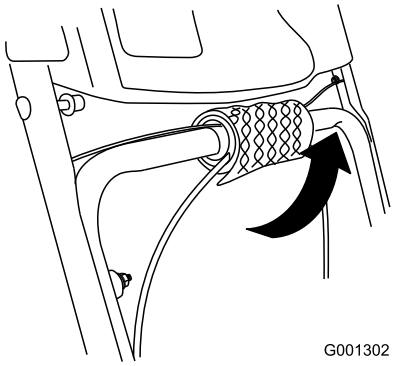

Figura 5
1. Svolgete le terminazioni dei cavi dalla stegola inferiore (Figura 5).